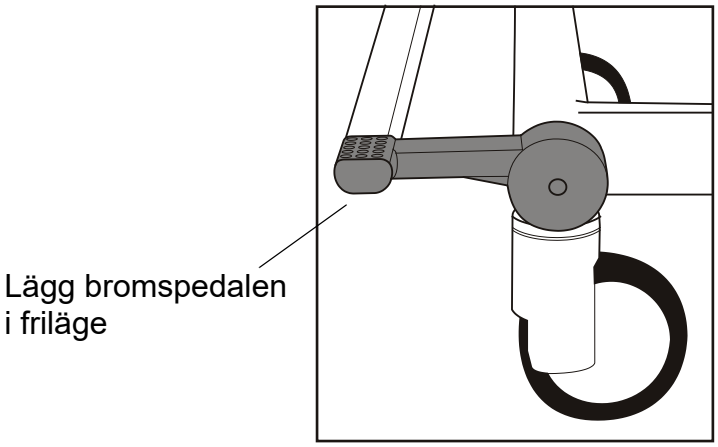

Fig. 6 – Friläge
2. Kontrollera att bromsarna är olåsta och att bromspedalen är i friläget. **(Se fig. 6)**